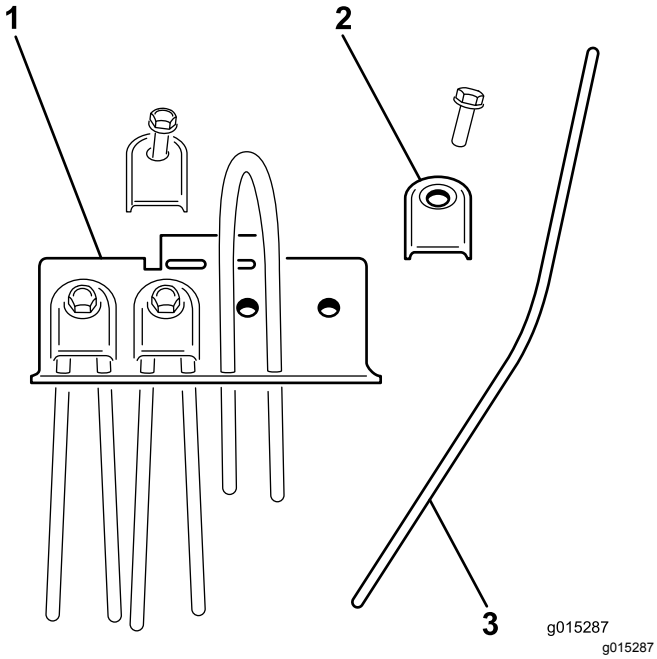

**Figur 28**
2. Ta bort luftarpinnens hållare och skjut ut den luftarpinne som är skadad (Figur 28).